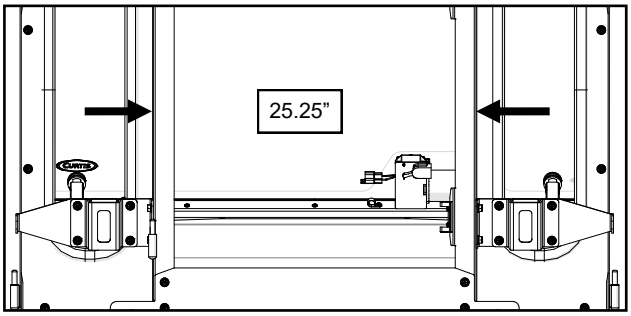

Fig. 16.1 (Measure Rear Legs Left to Right)
16.1 Measure the back of the rear legs, outside to outside, and adjust the width to 25.25”. Measure corner to corner for squareness, and tighten the (6) sets of screws and nuts to lock in this width. See figure 16.1